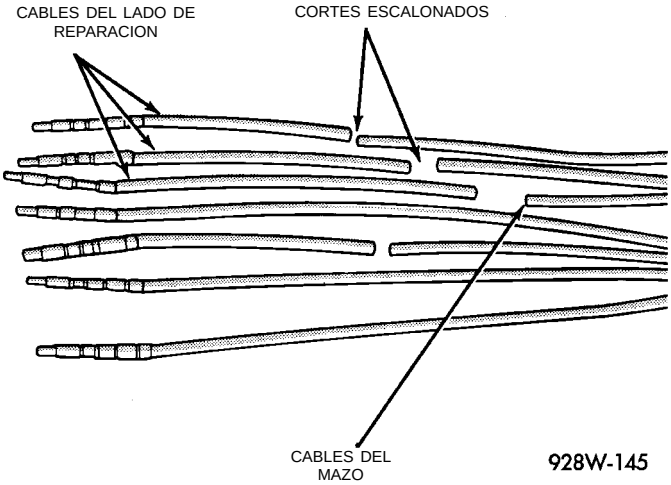

Fig. 19 Corte escalonado de cables
(1) Desconecte la batería.
(2) Desconecte el conector (que debe repararse) de su mitad/componente complementario.
(3) Corte el cable del conector existente inmediatamente por detrás del aislador. Quite quince centímetros (6 pulgadas) de cinta del mazo.
(4) Corte escalonadamente todos los cables del lado del mazo, a intervalos de 13 mm (1/2 pulgada) (Fig. 19).
(5) Retire 25 mm (1 pulgada) de aislamiento de cada cable del lado del mazo.
(6) Corte escalonadamente los cables complementarios del conjunto del conector en orden inverso al de los cortes efectuados en el lado del mazo. Incluya una longitud adicional para las conexiones soldadas. Verifique que la longitud total sea igual a la original (Fig. 19).